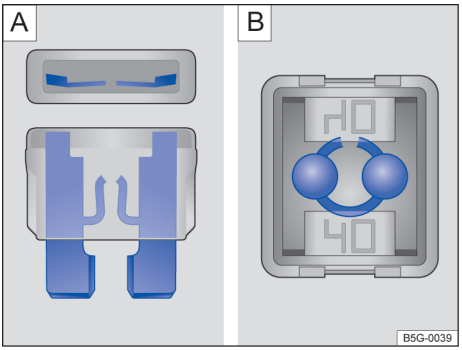

Fig. 170 Fusível queimado: A fusível plano, B fusível de bloqueio.
– Um *fusível plano (ATO®, MINI®)* queimado é reconhecido de cima ou de lado pela carcaça transparente nas faixas metálicas derretidas → Fig. 170 A.
– Um *fusível de bloqueio (JCASE®)* queimado é reconhecido pelas faixas metálicas derretidas por cima da carcaça transparente → Fig. 170 B.